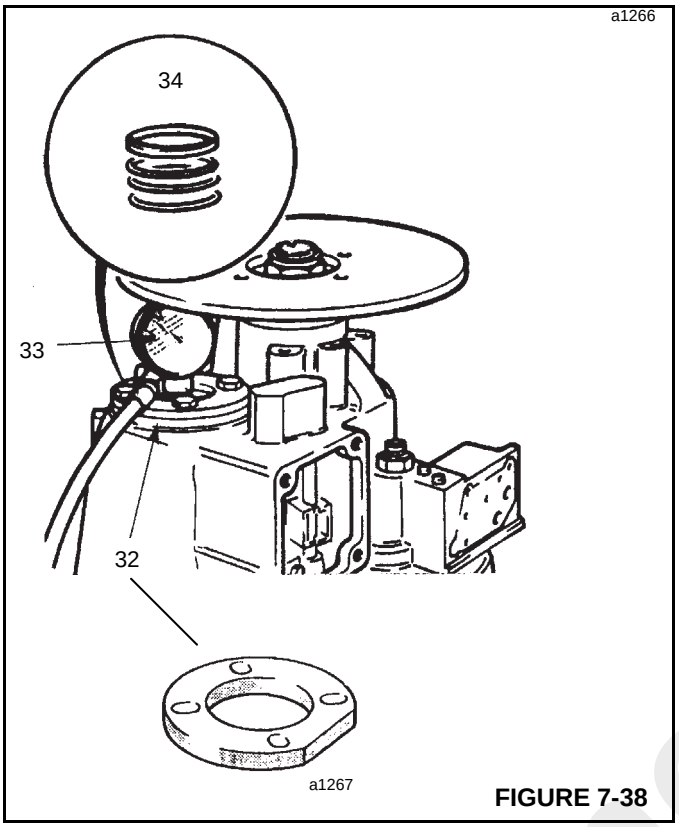

FIGURE 7-38
32. Remove the layshaft bearing cap and substitute tool (32, Figure 7-38) together with a new gasket. Tighten securing bolts to a torque of 56 Nm (42 lb-ft).